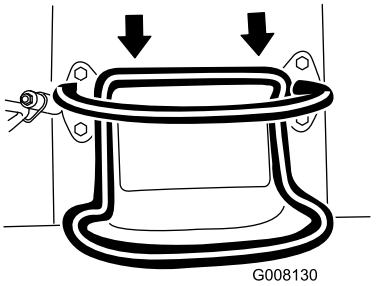

**Figur 8**
- För drivreglaget bakåt för att köra bakåt (Figur 8). **Håll uppsikt bakåt när du backar så att du ser eventuella hinder och håll händerna på referensstaven.**